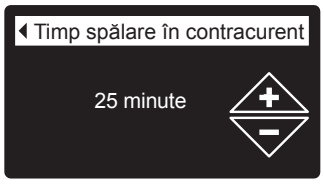

FIG. 76*
7. Apăsaţi SELECT (⬭), pentru a afișa timpul ciclului dorit) (fig. 76* i 77*).
8a. **Timpul de spălare în contracurent:** Apăsați tasta ÎN SUS (▲) sau ÎN JOS (▼) pentru a modifica timpul de spălare în contracurent: Țineți apăsată tastă pentru a defila cifre mai repede.. Timpul de spălare poate fi setat de la 1 la 99 de minute* (fig. 76*).